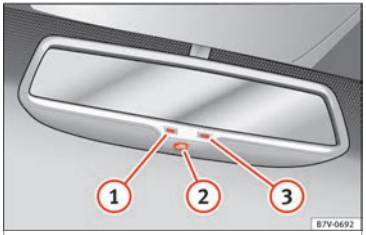

Fig. 146 Automatic anti-dazzle function for rear vision mirror
Key to **Fig. 146**:
This function can be activated and deactivated by pressing the rear-view mirror switch ››› Fig. 146 ②. When it is activated, the warning lamp lights up ①.